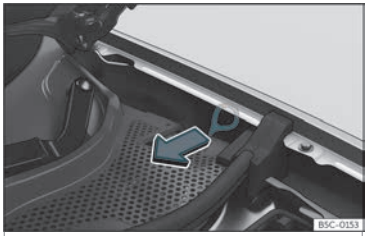

Abb. 192 Zwischen dem linken Kotflügel und dem Scharnier der Frontklappe: Ziehgriff für manuelle Notentriegelung des Ladesteckers.
Der Ziehgriff für die Notentriegelung befindet sich auf der linken Seite im Innenraum vorn, oberhalb der Ladedose››› **Abb. 192**.
- Ziehen Sie den Griff››› **Abb. 192**.